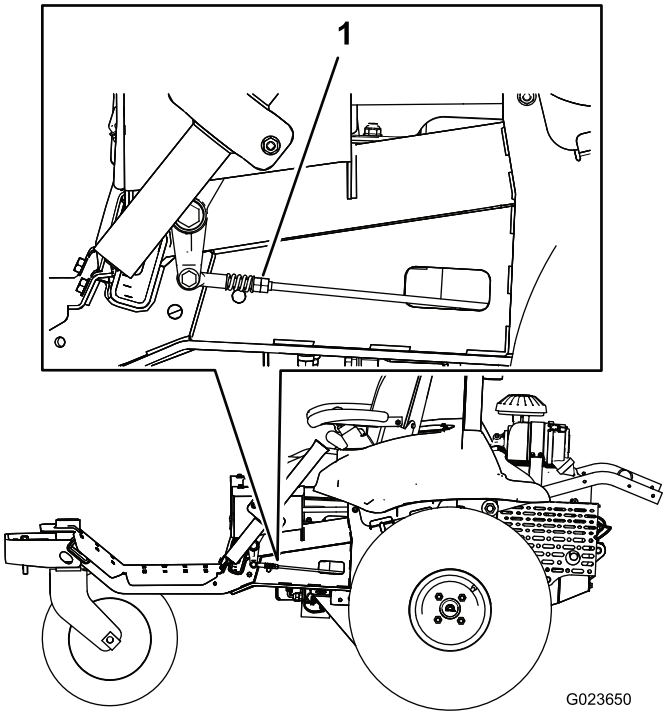

Figur 62
7. På en side av maskinen, vri de doble mutrene på koblingen sakte (Figur 62) til hjulet på den siden begynner å rotere, og vri deretter de doble mutrene i motsatt retning til hjulet roterer i den andre retningen.